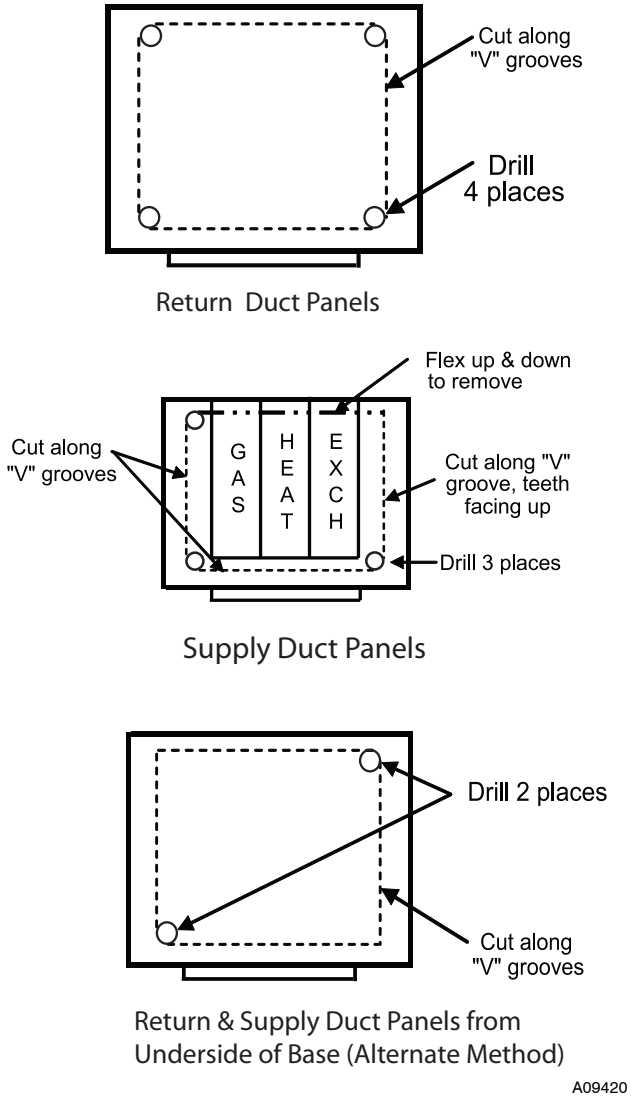

Fig. 9 - Vertical (Downflow) Discharge Duct Knockouts
3. Using Fig. 9 as a guide, proceed to cut out the downflow duct panels.
5. Drill two holes diagonally opposed, of suitable size to accommodate jigsaw or reciprocating saw. (See Fig. 9.)